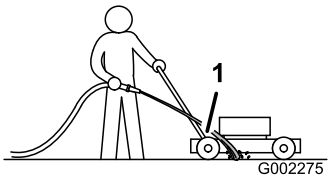

Bild 39
3. Halten Sie den Wasserschlauch auf Griffhöhe und richten Sie den Wasserstrahl unmittelbar vor dem **rechten** Hinterrad auf den Boden (Bild 39).